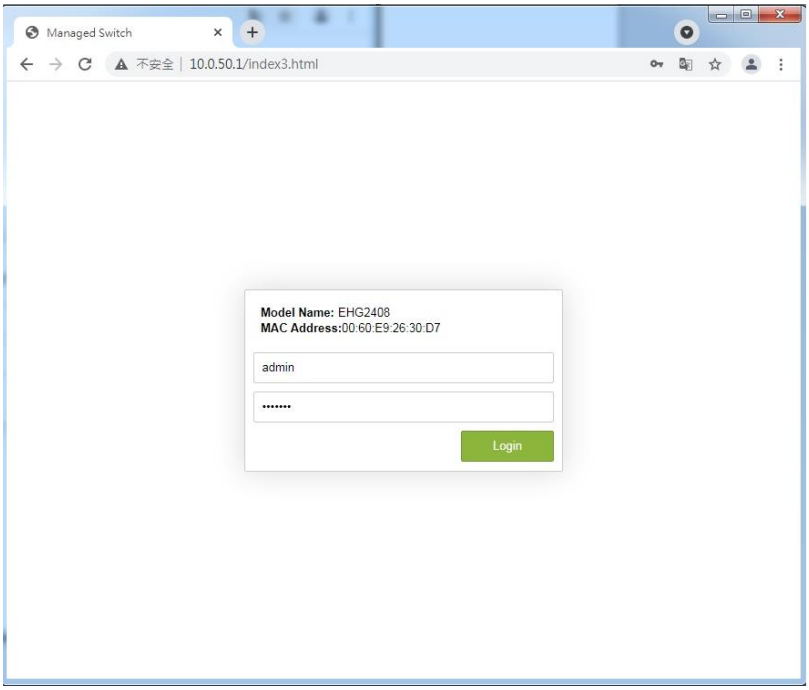

Figure 2.1 IP Address for Web-based Setting
2. Type in the switch IP address (e.g. http://10.0.50.1), as shown in Figure 2.1).